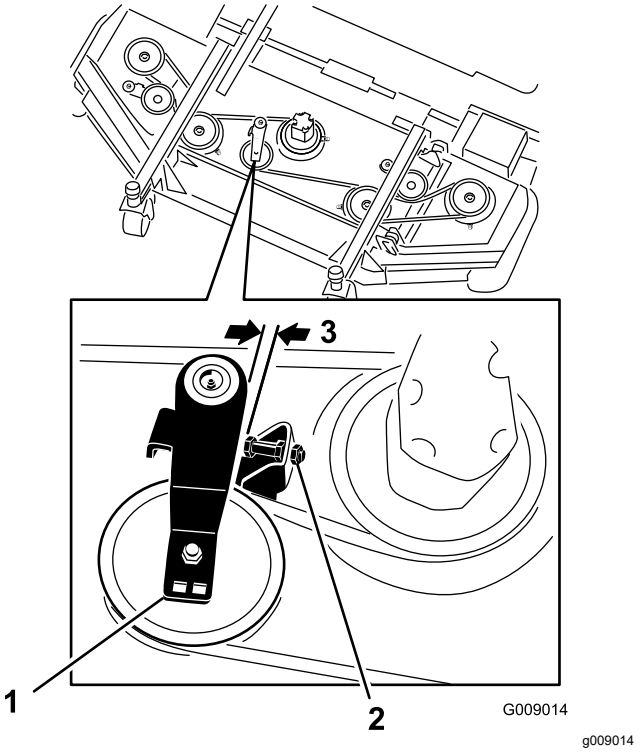

Figura 126
3. En la carcasa delantera central, afloje las contratuercas del tornillo de tope de la polea tensora y enrosque el tornillo de tope en el soporte (Figura 126).
4. Con una llave de carraca u otra herramienta similar, aleje la polea tensora de cada carcasa lateral de la correa de transmisión para aliviar la tensión de la correa y poderla retirar de la polea de la carcasa lateral (Figura 126).